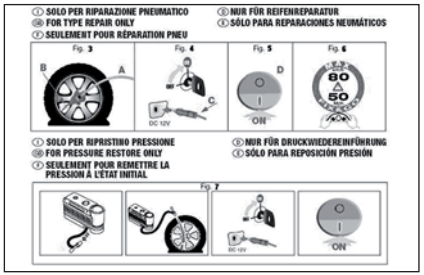

fig. 15 A0E0048m
- ❒ folleto informativo **fig. 15**, para usar correctamente el kit de reparación rápida y sucesivamente para entregar al personal que deberá manejar el neumático tratado con el kit de reparación rápida;